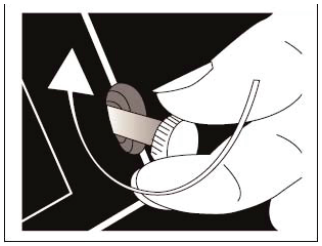

Figure 15. Tightening Air Vent Screw
4. If your heater has not ignited, re-start the ignition sequence. Once the heater has ignited, turn the Air Vent Screw clockwise until fully hand-tightened. See Figure 15. Any air trapped in the fuel pump will have been purged.